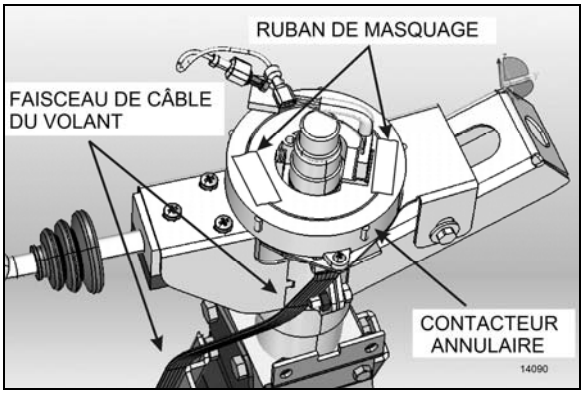

FIGURE 13 : BLOCAGE EN PLACE DU CONTACTEUR ANNULAIRE
7. Une fois le volant enlevé, il est important de bloquer tout mouvement rotatif du ressort en spirale dans le contacteur annulaire pour éviter qu'il perde sa position neutre. Utiliser deux morceaux de ruban de masquage pour le bloquer en place (Figure 13).